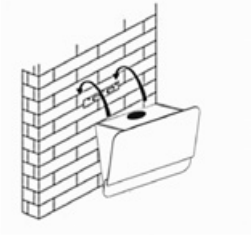

Рис. 8.2
5. Повесьте корпус вытяжки на опорные точки А и В согласно прилагаемого рисунка (рис. 8.2). Сделайте разметку 4 отверстий крепления корпуса вытяжки. Сделайте отверстия и закрепите вытяжку на стене.